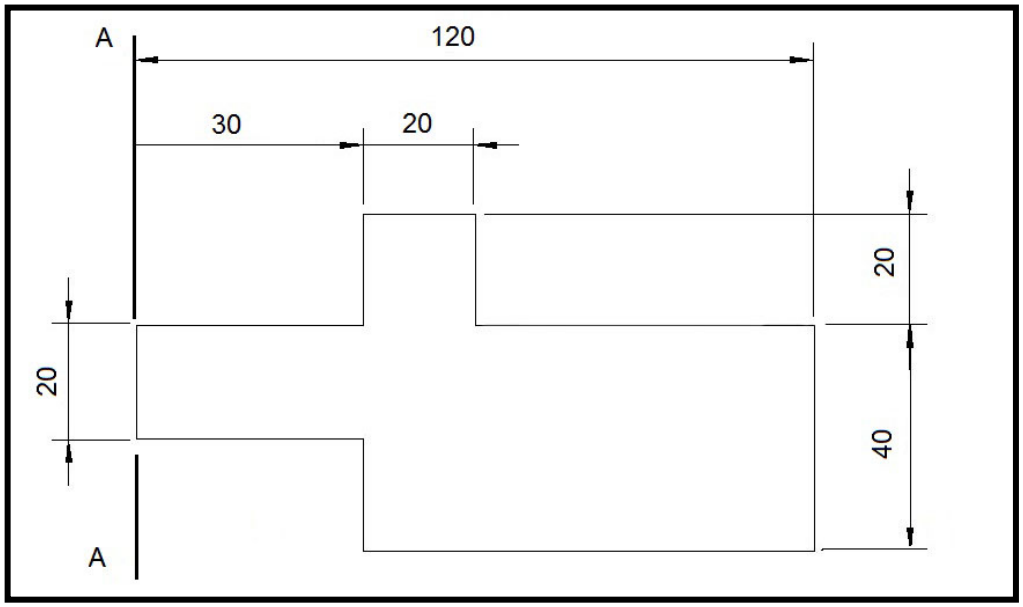

Figure 5.1
5.1 FIGURE 5.1 below shows a lamina. All measurements are in millimetre. Study the lamina and answer the following questions: